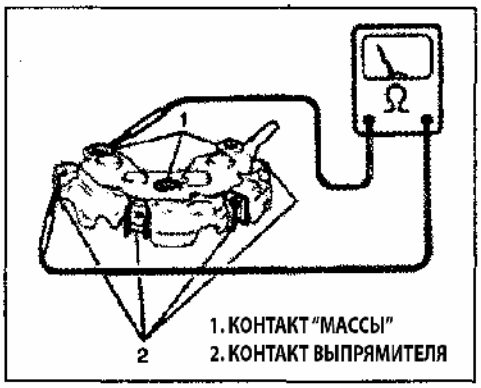

Рис. 254
1) Подключите измерительный прибор к отрицательному контакту выпрямителя и к каждому контакту выпрямителя (Рис. 254).